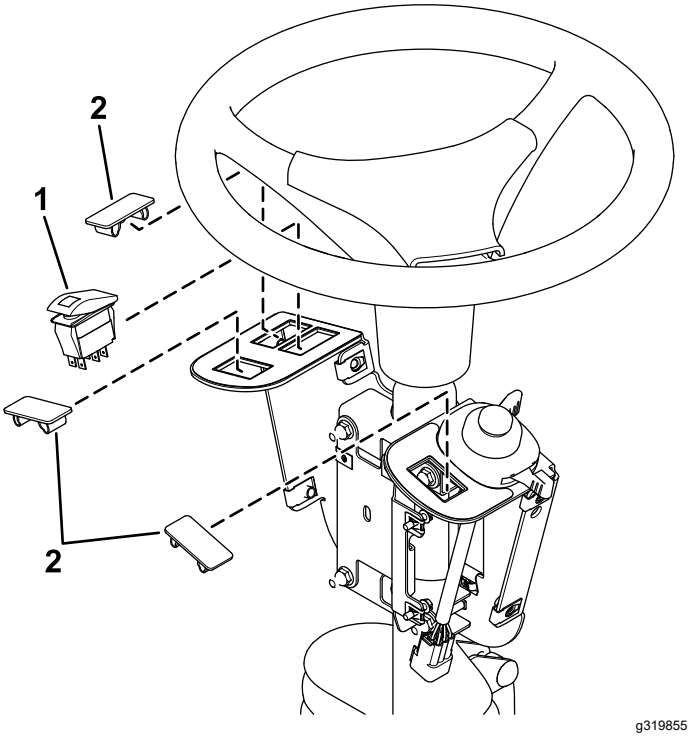

Figur 5
3. Monter vippekontakten og hulpropperne i kontaktbeslaget (Figur 5).